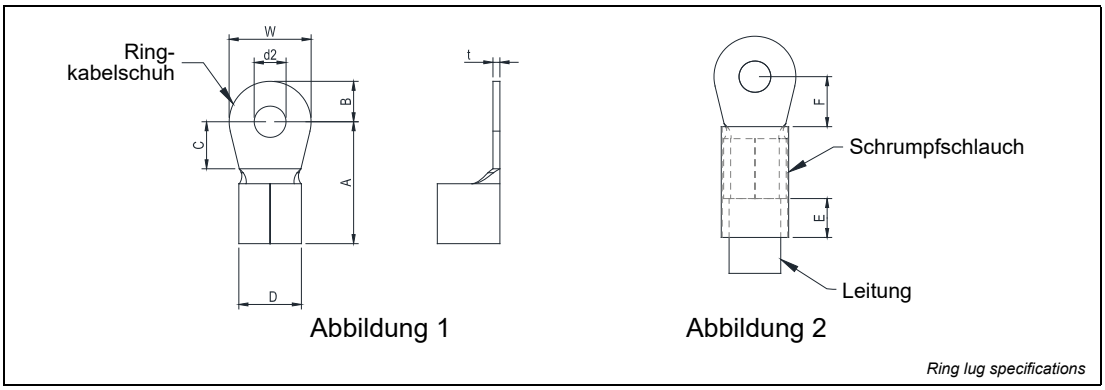

Abb. 6-5: Maße des Kabelschuhs und der Isolation (gemäß UL)
- Verwenden Sie den angegebenen Ringkabelschuh für die Verdrahtung der Leistungsklemmen. Die „Abbildung 1“ und „Abbildung 2“ in Abb. 6-5 zeigt die Daten des Ringkabelschuh. Bei andere Arten der Verdrahtung setzen Sie Leitungen ein, die den lokalen Vorschriften entsprechen.
Tab. 6-2: Daten der Ringkabelschuhe (aus Abb. 6-5)